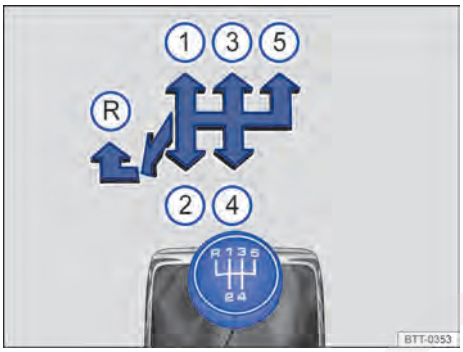

Fig. 96 Esquema de troca da transmissão manual de 5 marchas.
As posições de cada marcha estão representadas na alavanca de troca de marcha → Fig. 96.
– Empurrar a alavanca de troca de marcha totalmente para a esquerda e depois para frente até a posição da marcha a ré → Fig. 96 Ⓡ.